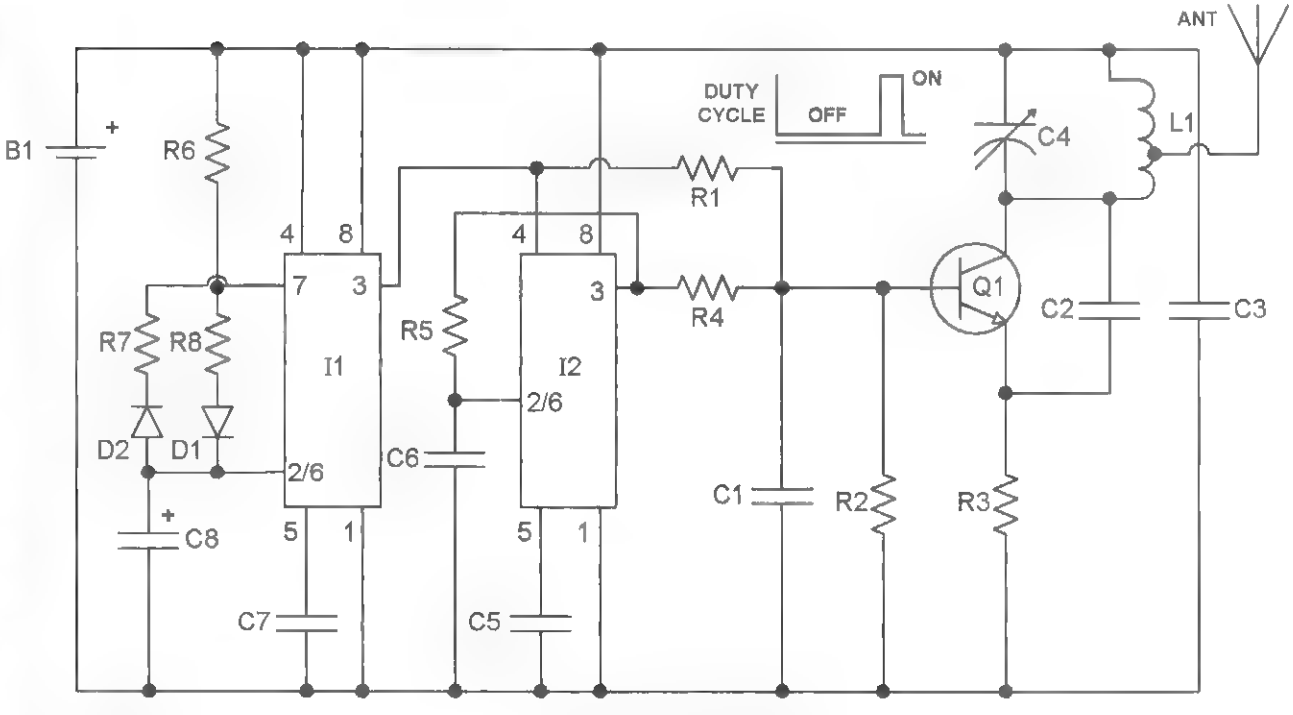

Figure 22-2 *Circuit schematic*
This chapter shows how to build a mini-powered FM transmitter that transmits audio pulses for tracking and homing applications (see Figure 22-2). The circuit consists of a *radio-frequency* (RF) oscillator section interfaced with a tone modulator and a pulse-switching section that controls the oscillator power. Transistor Q1 forms a relatively stable RF oscillator whose frequency is determined by the value of coil L1 and tuning capacitor C4. The C4 setting determines the desired operating frequency and is in the standard FM broadcast band with the tuned circuit design favoring the high end up to 110 MHz. Capacitor C2 supplies the necessary feedback voltage developed across resistor R3 in the emitter circuit of Q1, sustaining an oscillating condition. Resistors R1 and R2 provide the necessary bias of the base emitter junction for proper operation, while capacitor C1 bypasses any RF to ground fed to the base circuit. Capacitor C3 provides an RF return path for the tank circuit of L1 and C4 while blocking the DC supply.
The ratio of beeping on to off time is controlled by chip I1, wired as a free-running astable device with duty cycle control. This function is determined by the ratio of resistors R7 and R8 and timing capacitor C8. The output of I1 controls the bias voltage of oscillator Q1 through resistor R1, turning the oscillator on and off (see Figure 22-2).
8. If a multimeter or 50-milliamp meter is available, connect it in a series with a battery lead. This can be done by removing one of the clip fasteners and connect the meter to the free contacts, as shown in Figure 22-2. The meter should read a pulsing of 5 to 7 milliamps. Use a short piece of bare wire to touch the coil L1 a turn at a time, starting from the C3 end. Note that as you progress turn by turn away from C3 that the indicated meter current will drop or change.